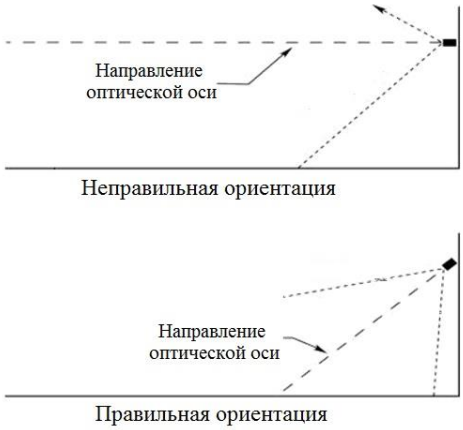

Рисунок 4.5 – Установка термокожуха с ИК-подсветкой по отношению к горизонту
4. ИК-подсветку рекомендуется нацеливать на объект по нисходящей под углом к горизонту, по крайней мере, 10-20 градусов (Рисунок 4.5). Такая установка предотвращает скопление влаги на смотровых окнах.